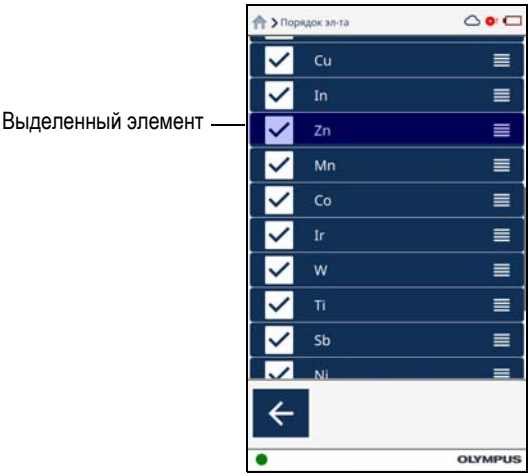

Рис. 2-44 Выделенный элемент перемещен
3. Перетащите элемент вверх или вниз и отпустите (см. Рис. 2-44 на стр. 53)